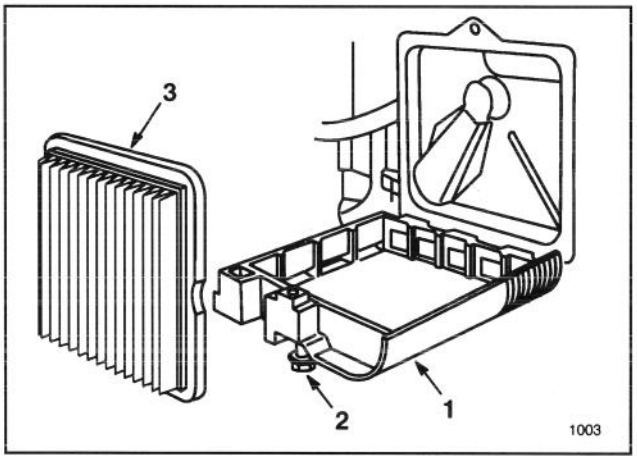

Afbeelding 14
2. Verwijder de schroef waarmee het luchtfilterdeksel aan de motor is bevestigd (Afb. 14). Licht het deksel op en maak het grondig schoon.
3. Verwijder het papieren luchtfilter en gooi het weg (Afb. 14).